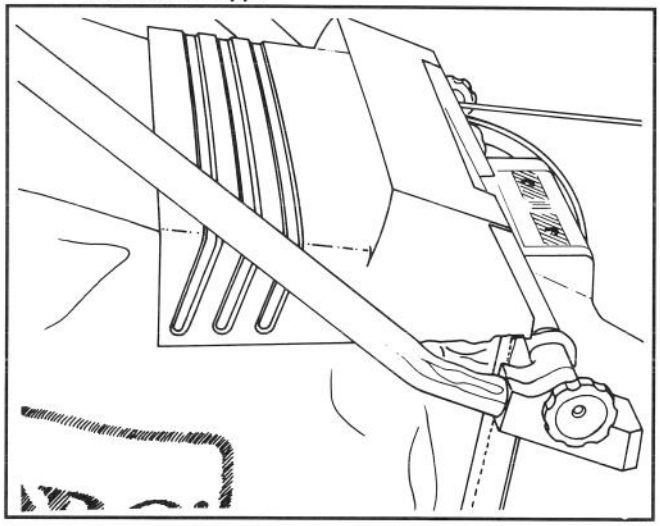

**Abbildung 6**
**2.** Die Auswurfklappe liegt auf der Oberseite des Sacks (Abb. 6).